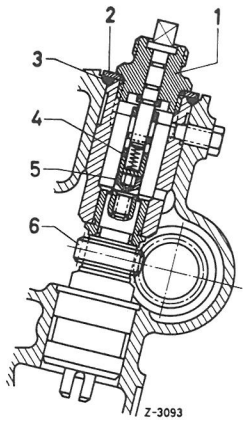

Fig. 00-43/2
1 Omdrejningsmåler tilsluttes.I dette øjemed ombyttes låseskruen(oliepumpedrev)med tilslutningsstykke (1) se fig.00-43/2.